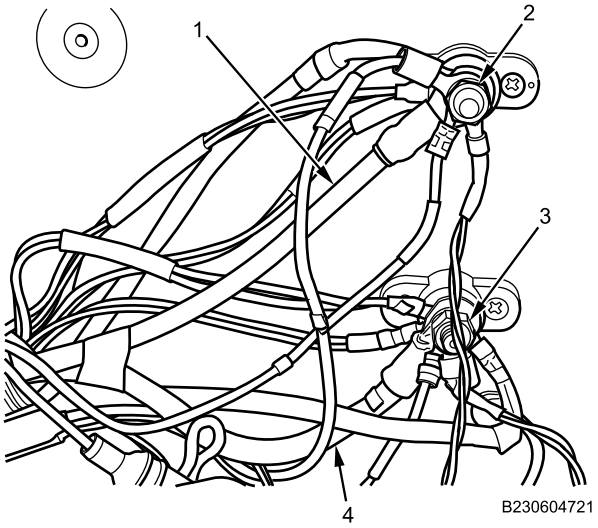

Figure 4. GFE Wiring Harness Connections.
7. Remove two nuts (Figure 4, Item 2 and 3) securing GFE wiring harness cables (Figure 4, Item 1 and 4).